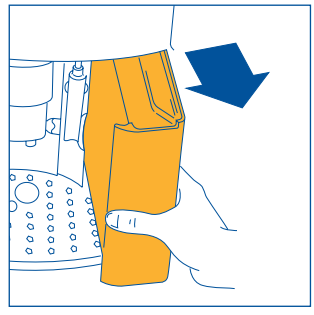

Рис. 1
- Извлеките бачок для воды (рис. 1), сполосните его и наполните свежей водой, не превышая линии MAX. Когда вы извлекаете бачок, насадка для взбивания молока должна быть направлена к центру прибора, в противном случае бачок нельзя вынуть.